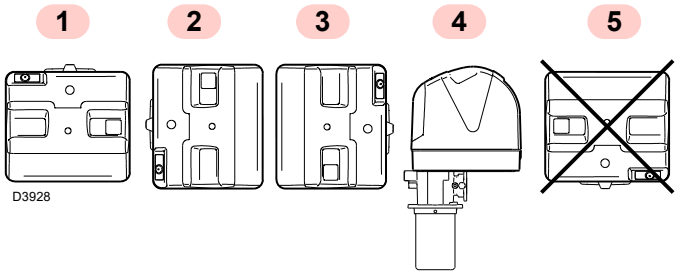

Fig. 9
- ➤ Le brûleur n'est prévu que pour fonctionner dans les positions **1, 2, 3** et **4** (Fig. 9).